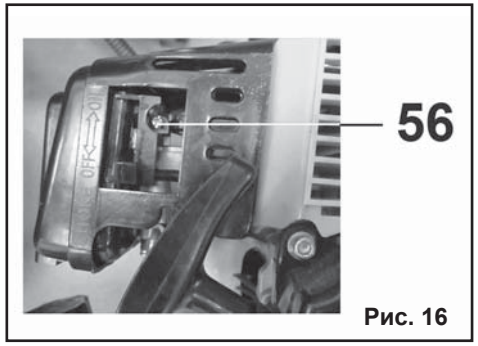

Рис. 16
8.3.2. Регулировка на холостом ходу (Рис. 16)
• Поверните или отверните винт (56) ре-